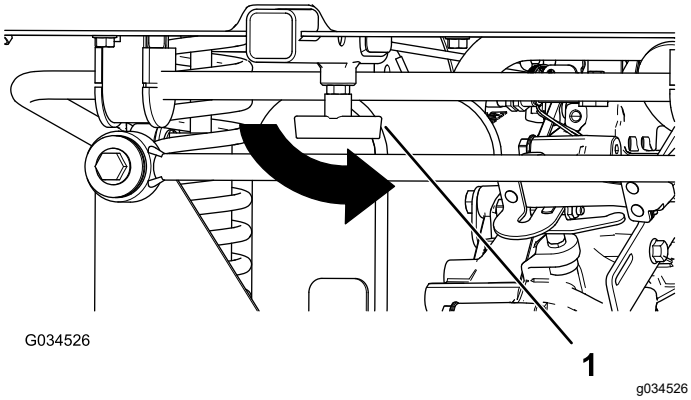

Figuur 20
4. Zet de T-hendel vast door deze linksom te draaien (Figuur 20).